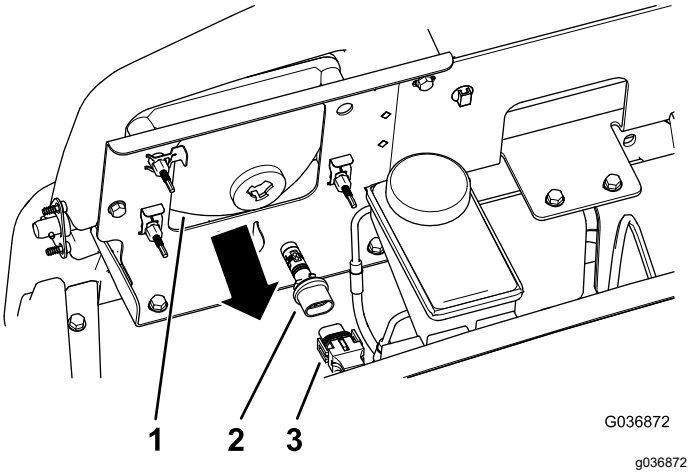

**Figur 54**
3. Koppla loss kablagets elektriska anslutning från lampans kontakt på baksidan av lamphuset (Figur 54).
4. Vrid lampenheten en kvarts varv motsols och dra den bakåt, ut ur lamphuset (Figur 54).
5. Sätt i den nya lampenheten och lamphuset och passa in flikarna på lampenheten efter skårorna i lamphuset (Figur 54).
6. Fäst lampenheten genom att vrida den ett kvarts varv medsols (Figur 54).
7. Anslut kablagets elektriska anslutning till den nya lampenhetens kontakt (Figur 54).